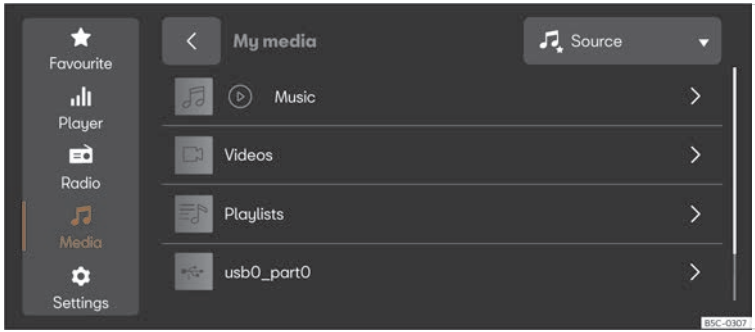

Fig. 157 Schematic representation: Media view
- Press **MENU** > ⓟ > ♫ ››› **Fig. 157**.